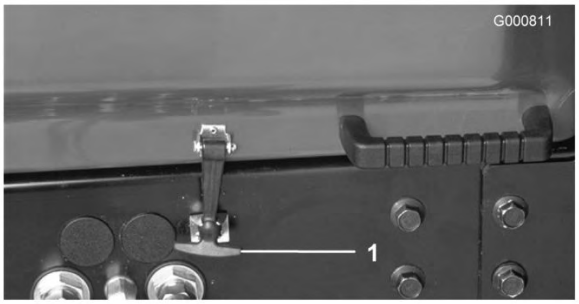

Figura 30
1. Coloque a máquina numa superfície nivelada. Abra o trinco do capot e levante-o (Figura 30).